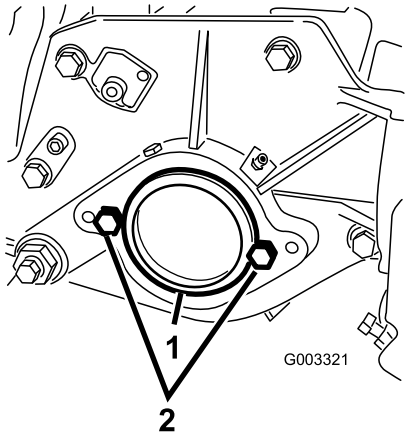

Figura 17
2. Na extremidade direita da unidade de corte, retire o tampão de plástico da caixa de rolamentos (Figura 17).
3. Retire os 2 parafusos da placa do lado direito (Figura 17).
2. Parafuso (2)
5. Instale os 2 parafusos de montagem do motor do cilindro na placa do lado esquerdo da unidade de corte (Figura 17).